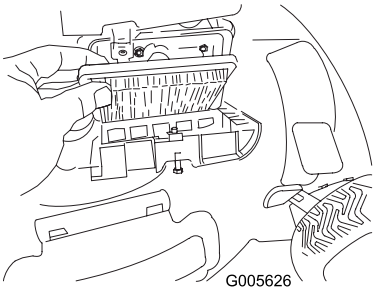

Figur 30
2. Udskift luftfilteret (Figur 30).